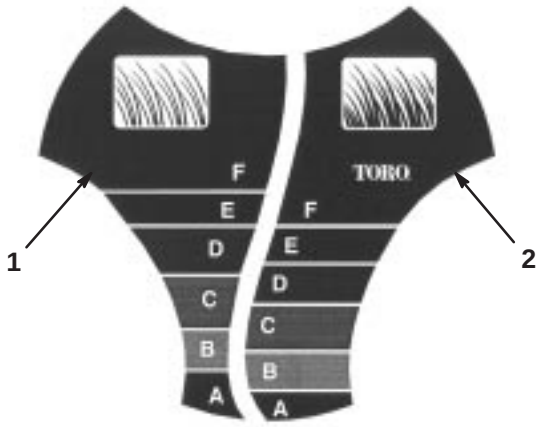

Abbildung 15
Die *SmartWheel*™-Vorrichtung hat zwei Schneidskalen — *Sparse/Normal* (spärlich/normal) und *Lush* (üppig) — zur Sicherstellung der optimalen Schnitthöhen- einstellung bei allen Mähbedingungen (Abb. 15). Die *Sparse/Normal*-Skala wird während der warmen Sommersaison für die Mehrzahl der Mäharbeiten verwendet. Die *Lush*-Skala ist für dickes, feuchtes, saftiges Gras gedacht, das meistens im Frühling wächst.
2. Den Rasenmäher ins Gras schieben, bis die *SmartWheel*-Vorrichtung an einem der Hinterräder aufrecht steht (Abb. 15).